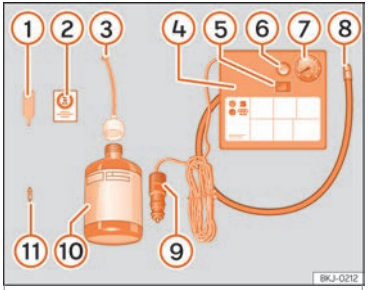

Abb. 39 Prinzipdarstellung: Bestandteile des Pannensets.
Das Pannenset befindet sich im Gepäckraum unter dem Bodenbelag. Es besteht aus folgenden Bestandteilen ››› **Abb. 39**:
- Ventilkappe und Ventileinsatz vom Reifenventil abschrauben. Verwenden Sie den Ventileinsatzdreher ››› **Abb. 39** (1) zum Herausschrauben des Ventileinsatzes. Legen Sie den Ventileinsatz auf einem sauberen Untergrund ab.
- Reifendichtmittelflasche kräftig schütteln ››› **Abb. 39** (10).
- Schrauben Sie den Einfüllschlauch ››› **Abb. 39** (3) auf die Dichtmittelflasche. Die Folie am Verschluss wird automatisch durchstoßen.
- Verschlussstopfen vom Einfüllschlauch ››› **Abb. 39** (3) entfernen und das offene Ende ganz auf das Reifenventil stecken.
- Ventileinsatz mit dem Ventileinsatzdreher ››› **Abb. 39** (1) wieder in das Reifenventil schrauben.
- Reifenfüllschlauch ››› **Abb. 39** (8) des Luftkompressors fest auf das Reifenventil schrauben.
- Prüfen, ob die Luftablassschraube ››› Abb. 39 ⑥ zugedreht ist.
- Stecker ››› Abb. 39 ⑨ in die 12 Volt-Steckdose des Fahrzeugs stecken ››› Seite 165.
- Luftkompressor mit dem EIN- und AUS-Schalter ››› Abb. 39 ⑤ einschalten.
- Kleben Sie den Aufkleber ››› Abb. 39 ② im Sichtfeld des Fahrers auf das Kombi-Instrument.
Den Reifenfüllschlauch ››› Abb. 39 ⑤ wieder anschließen und den Reifenfülldruck an der Reifenfülldruckanzeige ⑥ ablesen.